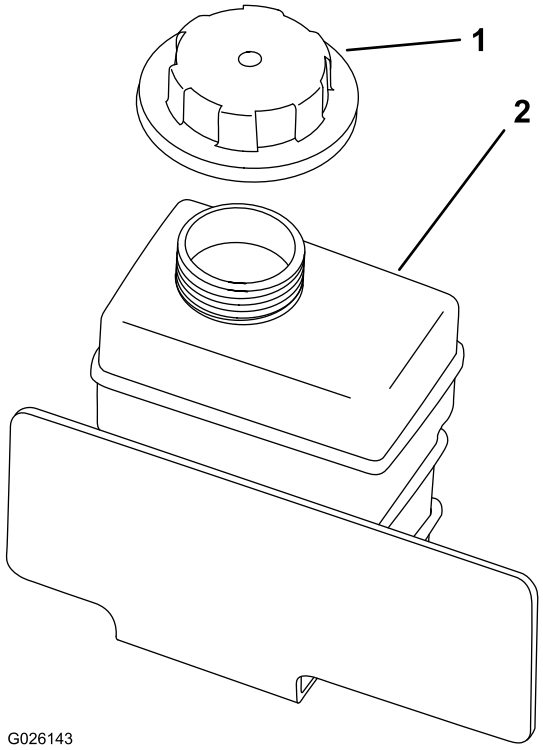

Figur 18
2. Kontroller kølervæskestanden i reservetanken (Figur 18).